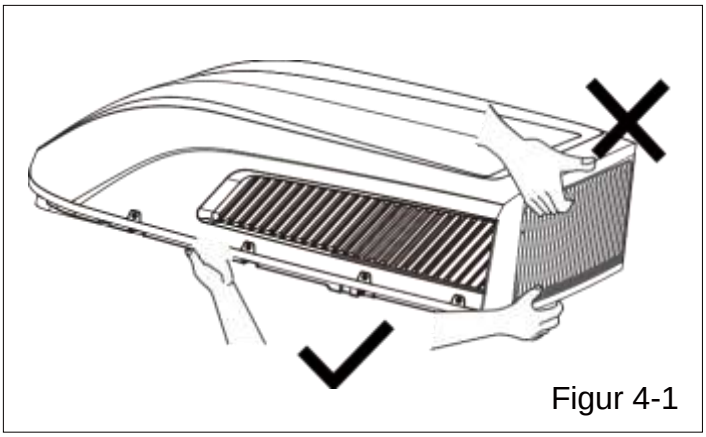

Figur 4-1
1) När du packar upp utomhusenheten, lyft inte den i gallret på baksidan. (Se figur 4-1).